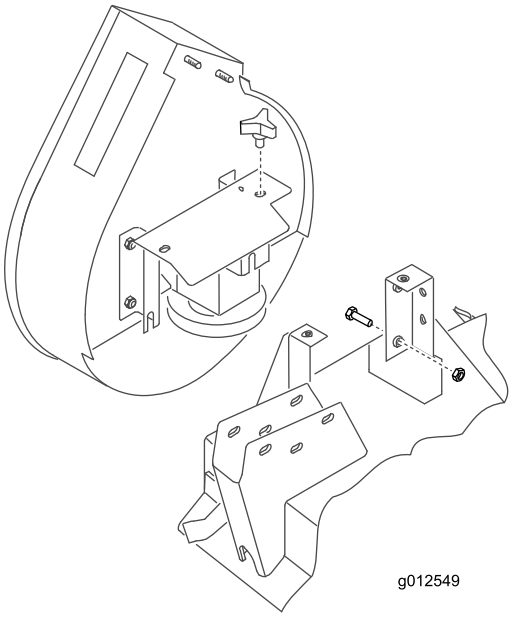

Figure 21
2. Glissez le ventilateur sur les goujons d'alignement des supports de fixation (Figure 21) tout en installant la courroie autour de la poulie de ventilateur.